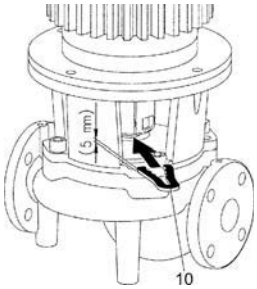

Fig. 19: Placering av montagegaffel
- Skjut in montagegaffeln (Fig. 19, pos. 10) mellan lanternan och kopplingen. Montagegaffeln ska passa in utan spel.